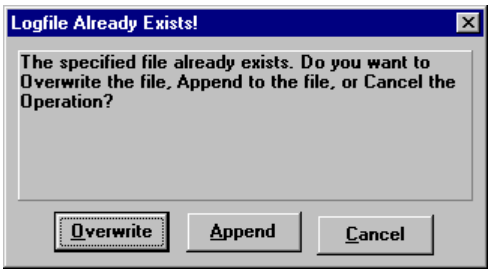

**Figure 6-12. The *Logfile Already Exists* Message**
- If you choose a logfile that already exists, the *Logfile Already Exists* message (Figure 6-12) appears, asking if you wish to overwrite the existing file or append the status messages to the end of the existing file. Choose Overwrite or Append to begin logging in the file or Cancel to close the dialog without opening the logfile.